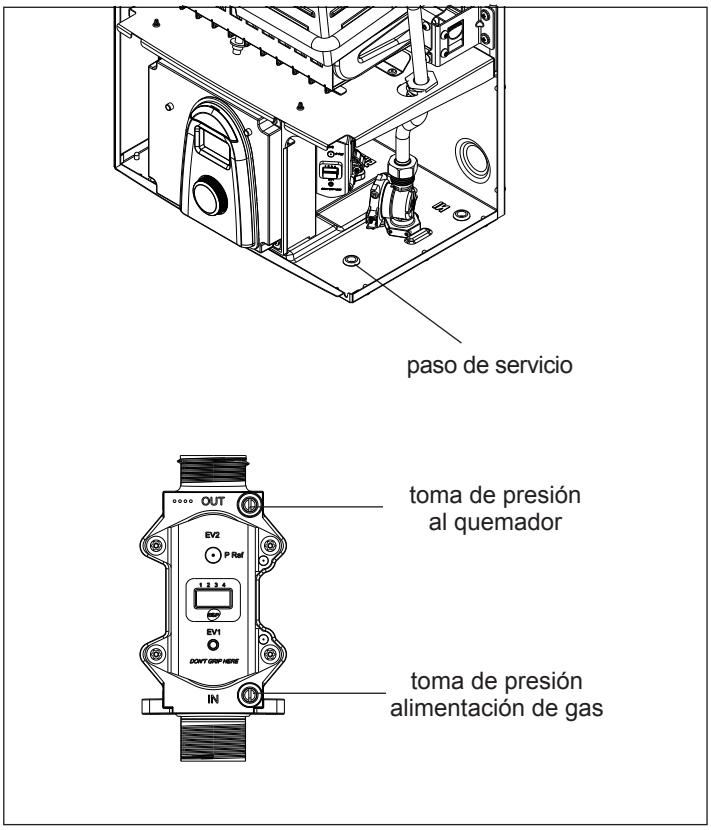

Fig. 15 - Verificación de la presión de red
- Quite el tapón que cierra el paso de servicio (Fig. 15) y haga pasar a través del agujero el tubo de silicona del manómetro.